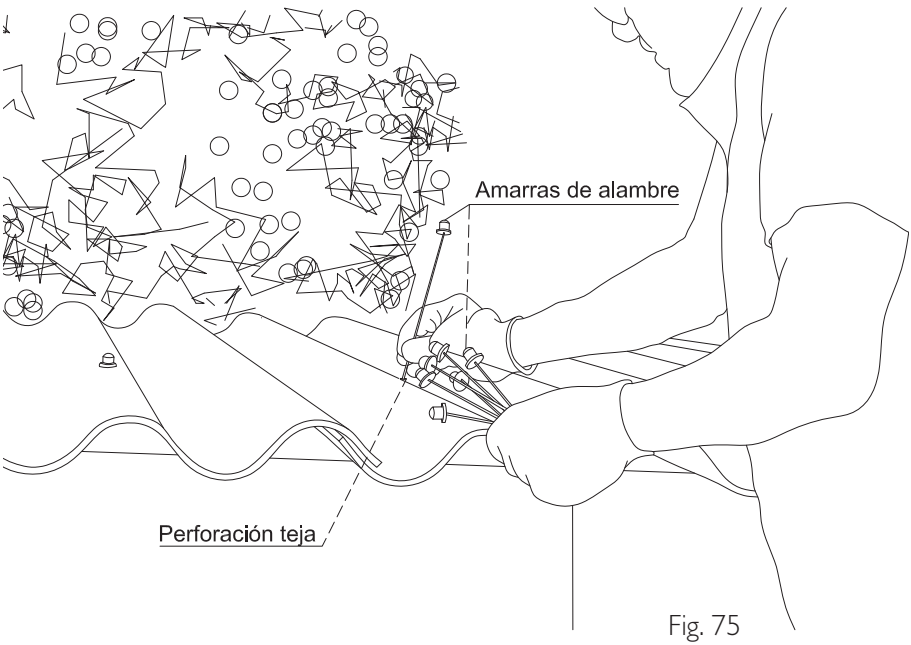

Fig. 75
* Proceda a realizar la fijación de la cubierta con las amarras metálicas suministradas en el kit fig. 75.